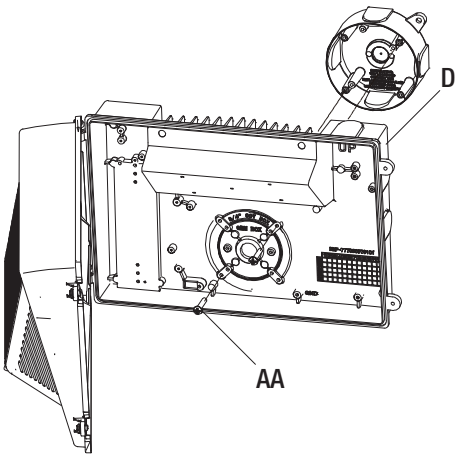

Fig. 1
- ☐ Follow the wiring instructions given below to make the electrical connections. (Fig. 1).